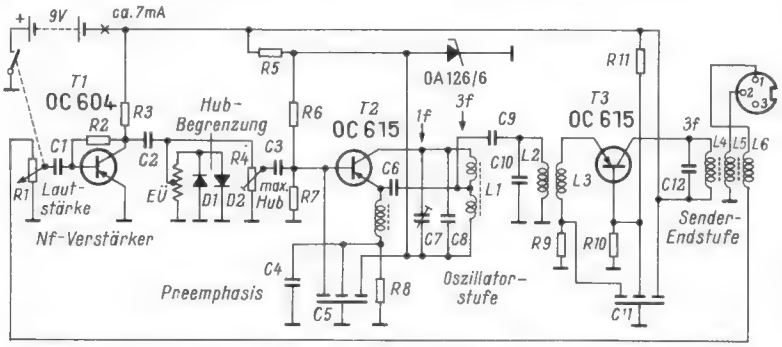

*Bild 2. Schaltung des Taschensenders*
*Bild 1* zeigt den transistorisierten Kleinstsender mit dem Telefunken-Mikrofon D 19 B. Auf der Festfrequenz von 37,1 MHz (in diesem Bereich arbeiten auch die drahtlosen Kommandoanlagen im Fernsehstudio) wird eine Sender-Ausgangsleistung von rund 1 mW erzeugt und über das Mikrofonkabel als Antenne mit annähernd 50 µW abgestrahlt. Das ist die höchstzulässige effektive Leistung. Ober- und Nebenwellen-Unterdrückung entsprechen den postalischen Vorschriften. Die Temperaturkonstanz wird mit etwa 1 kHz /°C genannt, und die Abmessungen sind 11 × 6,5 × 3 cm. Das in *Bild 2* dargestellte Schaltbild des Senders trägt aus vertriebs- und wohl auch patentrechtlichen Gründen ebenso wie das Konverter-Schaltbild *(Bild 3)* entgegen den Gepflogenheiten in unserer Zeitschrift ausnahmsweise keine Werte für Widerstände und Kondensatoren. Wir wollten jedoch dieses interessante Gerät unseren Lesern so rasch wie möglich zur Kenntnis bringen und nicht erst auf die Freigabe des Originalschaltbildes warten.
An die Miniaturbuchse (rechts in Bild 2) lassen sich die üblichen Tauchspulmikrofone anschließen. Gemäß der Schaltung in Bild 2 wird die Mikrofonspannung über die Wicklung L 6 dem Lautstärkeeinsteller R 1 zugeführt. Der Arbeitspunkt des Transistors T 1 wird durch den Widerstand R 2 stabil gehalten. EÜ ist der Nf-Eingangs-Übertrager; die von ihm hinauftransformierte Sprechspannung wird von den beiden Dioden D 1 und D 2 von einem bestimmten, durch R 4 einzustellenden Pegel an beschnitten (Hub-Begrenzung). Auf diese Weise wird die Übersteuerung des Oszillator-Transistors T 2 vermieden. Dieser arbeitet in emittergekoppelter Dreipunktschaltung; seine Sollfrequenz wird mit dem Trimmkondensator C 7 eingestellt und ist zwischen 36 MHz und 38 MHz veränderlich. Bei richtiger Wahl des Arbeitspunktes mit Hilfe der Widerstände R 6 und R 7 wird der Oszillator mit der verstärkten, aber hubbegrenzten Nf-Spannung frequenzmoduliert. Die restliche (unerwünschte) Amplitudenmodulation ist nicht größer als 5 %.